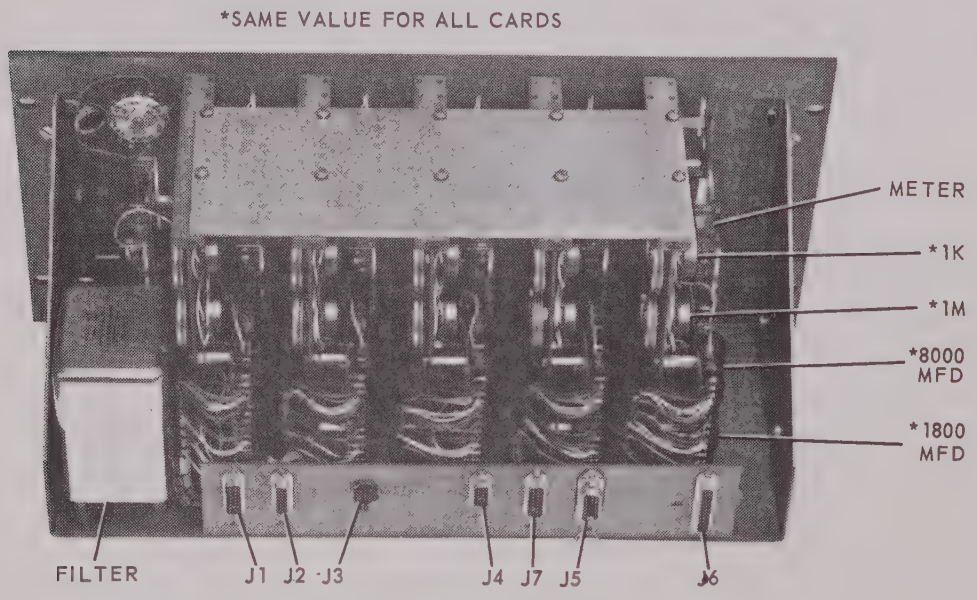

Fig. 4-10 Model 5LF-40A, Low Frequency Equalizer
d. 5LF-40A Low Frequency Equalizer. (refer to figure 4-10 and drawing 42281)